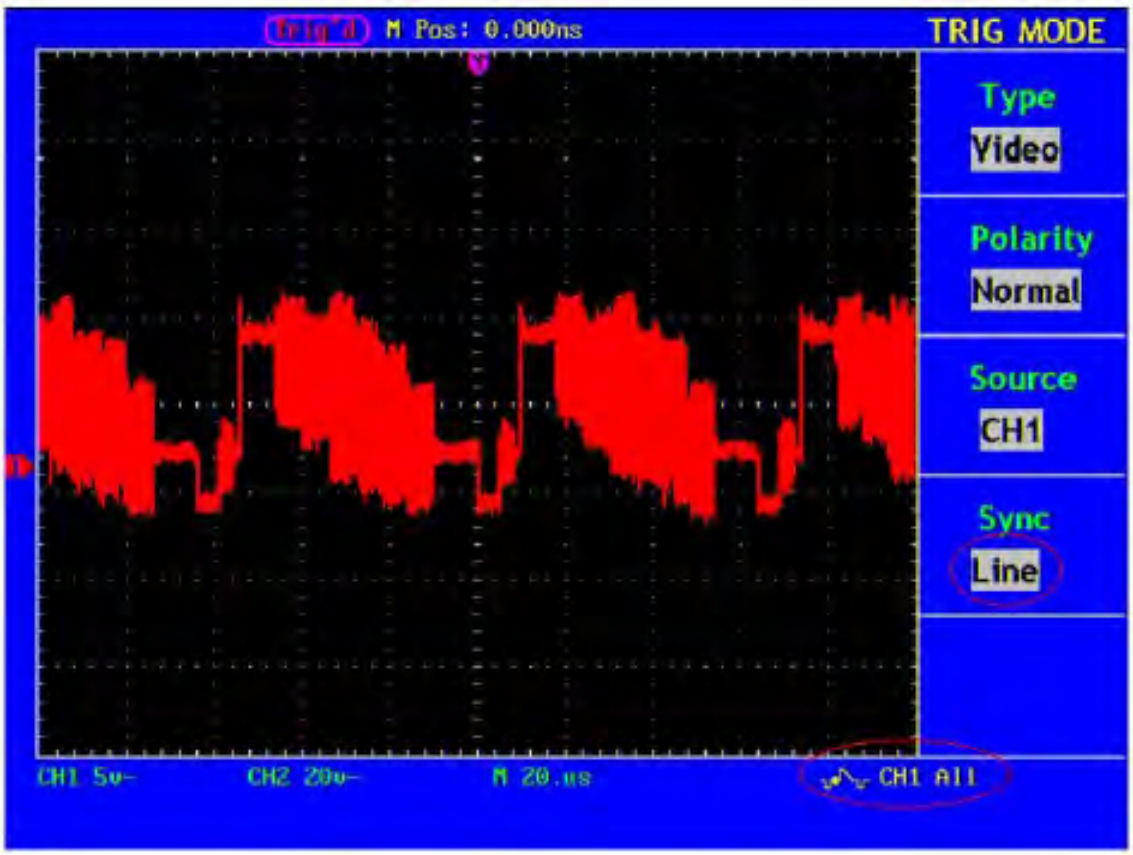

Abb. 31 Video-Wellenform getriggert im Modus “Line”
6. Drücken Sie die Menüwahltaste **F4** und wählen Sie **Line** bei Slope. Die Anzeige auf dem Bildschirm ist wie in Abb. 31 gezeigt.